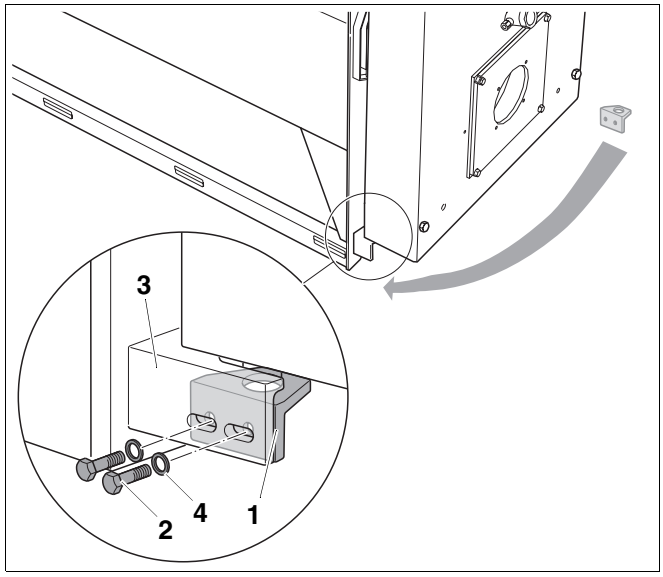

Fig. 12 Sostituzione della cerniera della porta
- Svitare le 2 viti a testa esagonale (fig. 12, **pos. 2**) e le rondelle (fig. 12, **pos. 4**) dalla cerniera in basso a destra.
- Inserire l'angolare di supporto inferiore (fig. 12, **pos. 1**) sul lato opposto con il foro nel perno della cerniera ed avvitarla con entrambe le viti a testa esagonale (fig. 12, **pos. 2**) e le rondelle (fig. 12, **pos. 4**) sull'angolare portante della porta (fig. 12, **pos. 3**).